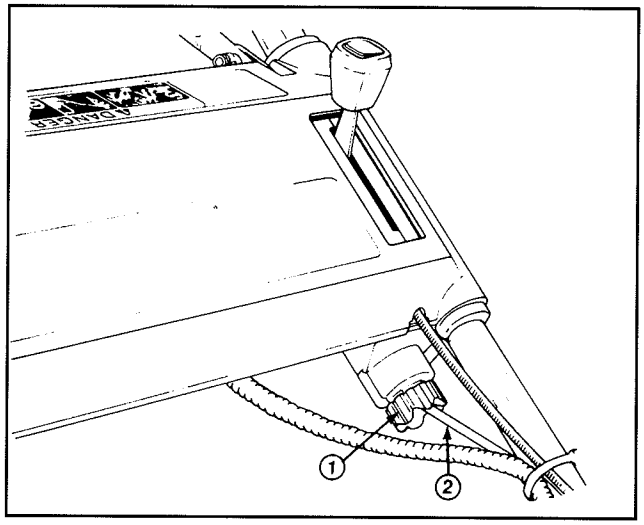

Figure 19
2. Tourner le bouton de réglage (fig. 19) d'1/2 tour vers la droite pour tendre la courroie d'entraînement ou d'1/2 tour vers la gauche pour la détendre. Tenir le câble de commande pour l'empêcher de tourner avec le bouton.